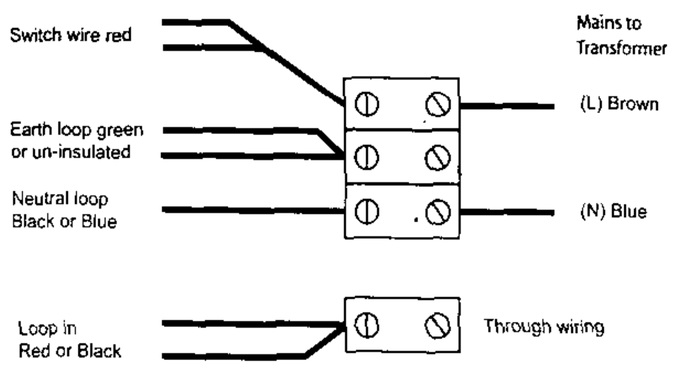

Fig.4
3. Connect the luminaire to the transformer using the terminal block supplied, insert cable protective sleeve provided around cable under the clamp of the terminal block. No earth connection is required. Ensure that the fitting does not come into contact with any earthed metal. Mains connection to the transformer should be made using a suitable electrical junction box in compliance with the I.E.E. Wiring Regulations. The "looping-in" of the fixed wiring supply should be maintained. See Fig. 4.